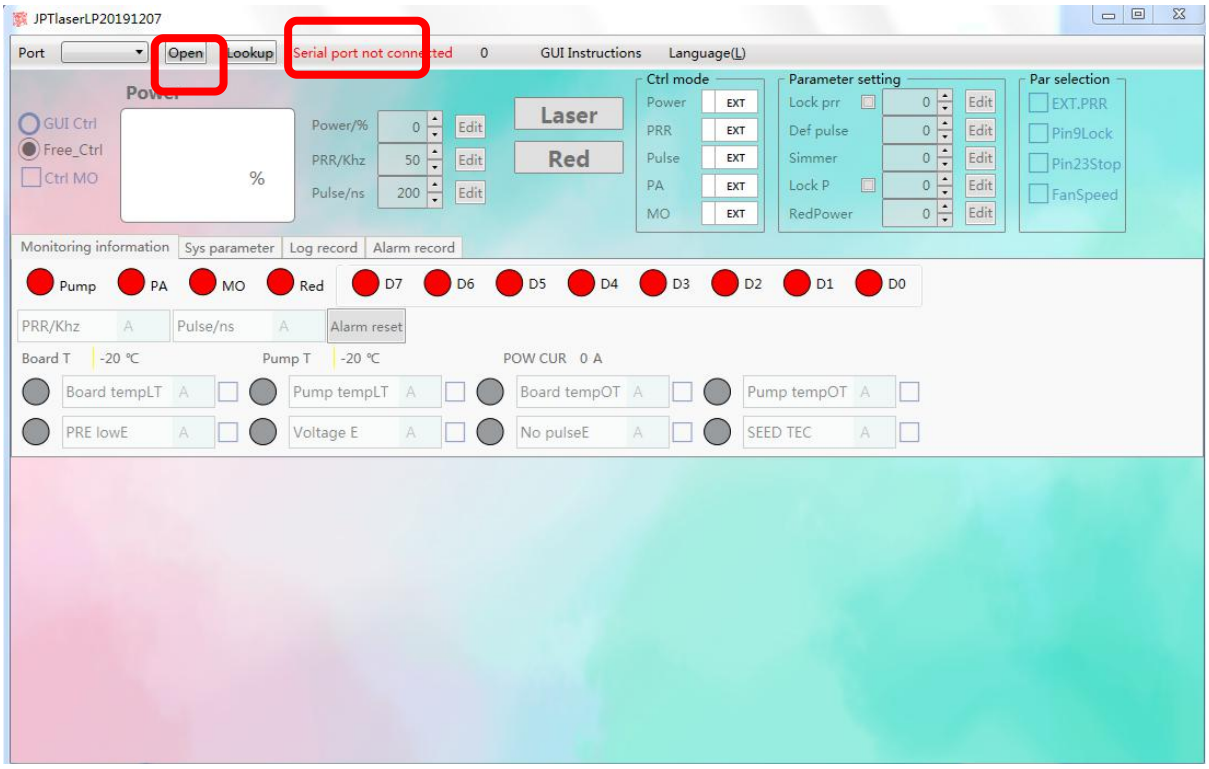

Figure 14 GUI Disconnected State
- The Pin22 signal needs to be turned on 10us in advance before sending Pin2 and Pin3 signals. After finished pulse width adjustment, Pin2 and Pin3 signals need ≥10us delay before turning off Pin22 signal (as shown in Figure 14).